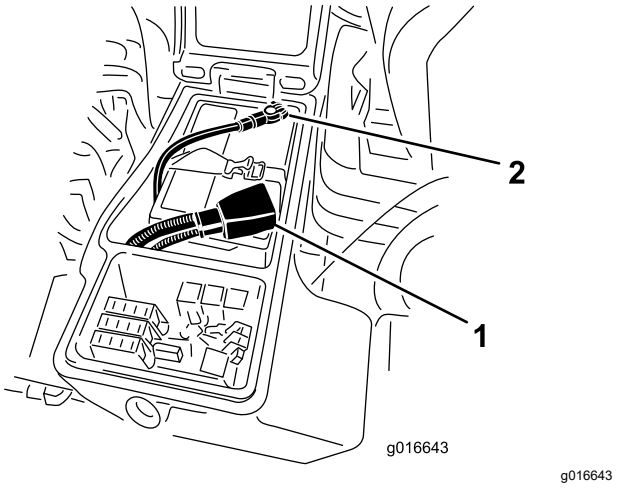

Figur 95
6. Koble den positive kabelen (rød) til den positive (+) polen og den negative kabelen (svart) til den negative (-) polen (Figur 95).